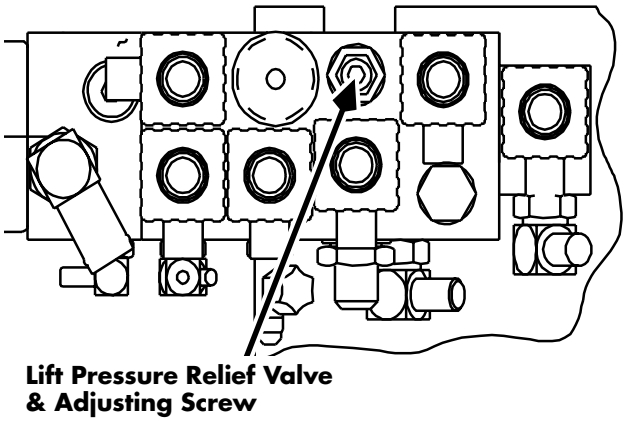
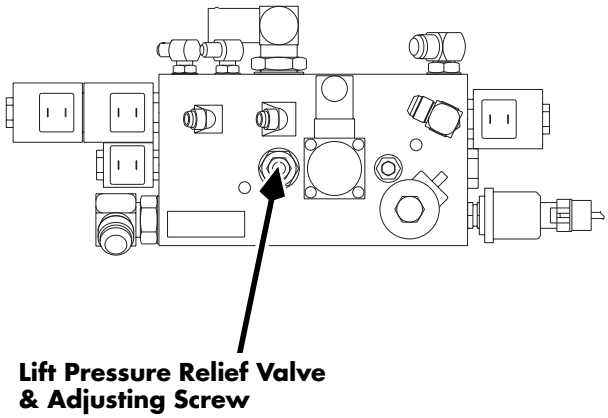

Figure 7-178: Lift Pressure Relief Valve & Adjusting Screw, Series EZ-B/DZ-B (Top View)
Figure 7-179: Lift Pressure Relief Valve & Adjusting Screw, Series EZ-A/ES/ET/EF/DZ-A/DS/DT (Front View)
See Figure 7-178 or Figure 7-179.
12. Continue to try and elevate and turn the lift pressure adjusting screw (see Figure 7-178) to obtain a pressure reading 100 p.s.i. (689 kPa) greater than that required to lift the maximum rated load (the value recorded in step 5). Turn the adjusting screw clockwise to increase pressure, counterclockwise to decrease pressure.